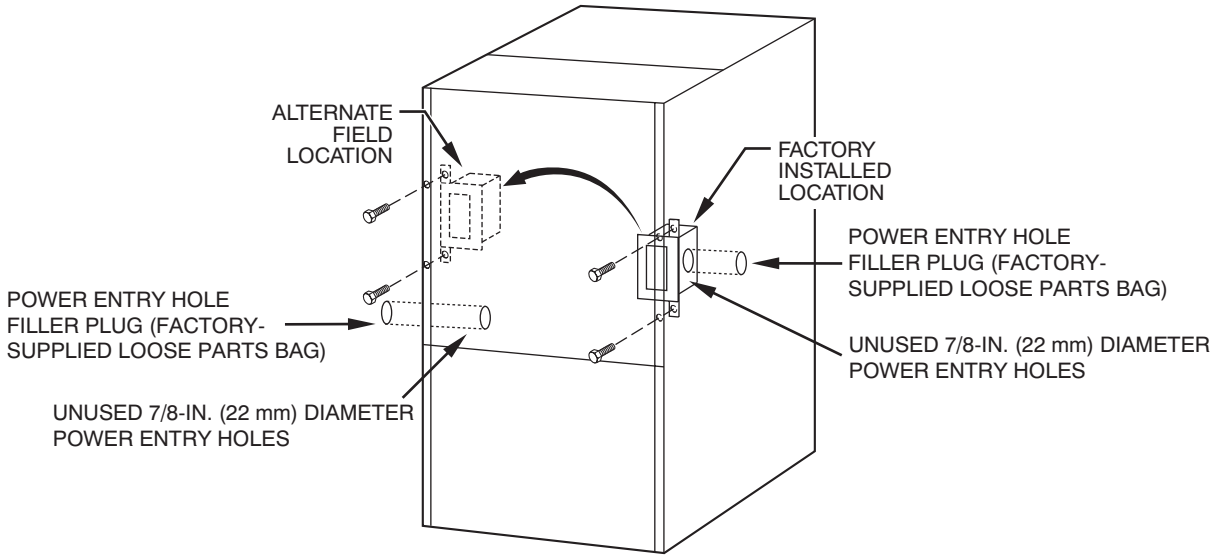

**Fig. 35 - Relocating J-Box**
1. Remove 2 screws holding auxiliary J-box. (See Fig. 35.)
3. Install electrical entry hole filler plugs (factory-supplied loose parts Bag) in unused power entry holes. (See Fig. 35.)